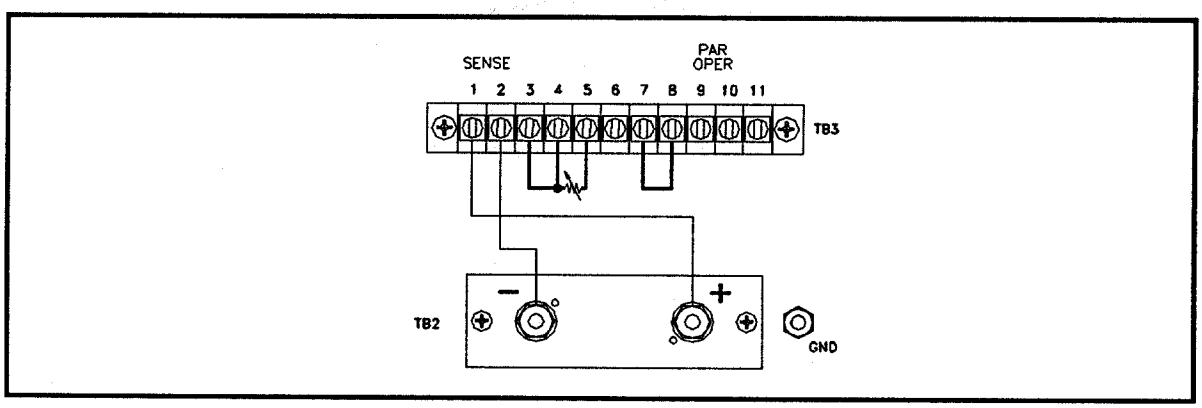

Figure 3-5 Resistance Programming Voltage Mode Connections
3.2.3 ..... Resistance Programming Voltage Mode (Figure 3-5)
2. Remove link between terminals 5 and 6, and connect a programming resistor between terminals 4 and 5 (Figure 3-5). Use shielded or twisted wire for interconnecting leads.